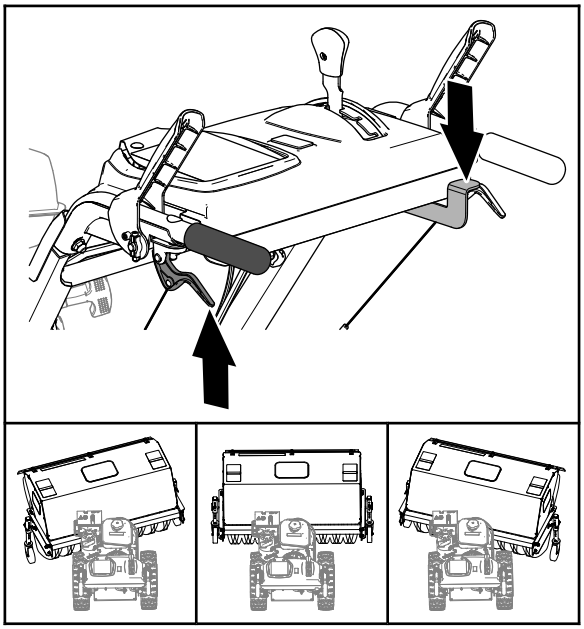

Figur 20
3. Dytt spaken ned med tommelen på høyre hånd (Figur 20).
4. Klem venstre hjulclutchspake mot håndtaket (Figur 20), og skyv børstehuset til de følgende posisjonene.